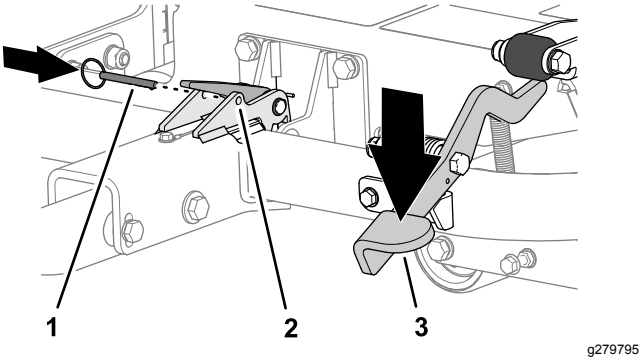

Figur 19
3. Trykk på koblingspedalen til låsen er på plass (Figur 19).
4. Før låsestiften gjennom hullene i låsen (Figur 19).